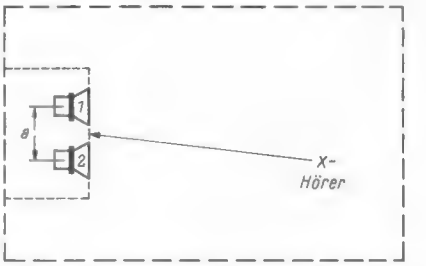

Bild 3. Bei gleichphasiger Erregung beider Lautsprecher lokalisiert der Hörer das Schallzentrum für alle Frequenzen in der Mitte zwischen beiden Lautsprechern
Wie *Bild 5* zeigt, sind an der vorderen Schallwand in üblicher Weise nebeneinander zwei Lautsprecher vorgesehen, von denen jeder mit Rücksicht auf Ziffer 1 d sowohl hohe, mittlere als auch tiefe Frequenzen überträgt. Die Lautsprecher werden mit annähernd gleicher Leistung gespeist. Schwingen sie dabei mit gleicher Phasenlage, so bildet sich in der Mitte zwischen beiden Lautsprechern für den Hörer ein scheinbares Schallzentrum aus, wie *Bild 3* zeigt. Der Effekt beruht auf einer scharfen Bündelung der Schallwellen.
Bei tiefen Frequenzen unterhalb einer bestimmten Frequenz f_0 werden die beiden Lautsprecher in jedem Fall gleichphasig gespeist. Für die mittleren und hohen Frequenzen ($f > f_0$) kann dagegen wahlweise *gleich- oder gegenphasiger* Betrieb eingeschaltet werden. Dadurch bildet sich für diesen Frequenzbereich entweder eine einzige, scheinbare Schallquelle (Bild 3), oder aber eine räumlich ausgedehnte Schallquelle mit mehreren scheinbaren Zentren aus (Bild 4). Die Übergangsfrequenz f_0 braucht dabei nicht mit der nach Gleichung (2) definierten Grenzfrequenz f_g identisch zu sein, sondern es genügt die Bedingung